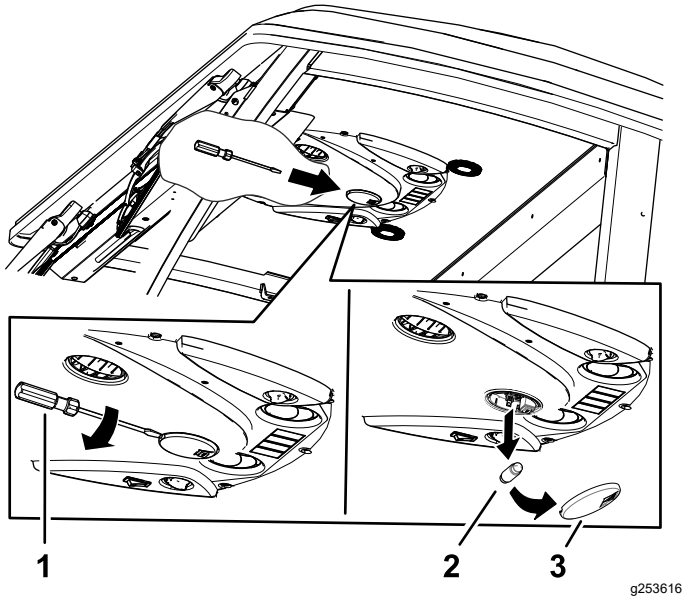

Figur 86
1. Använd en skruvmejsel för att ta bort lampglaset från kontrollpanelen. (Figur 86).
2. Ta bort lampan från lamphuset (Figur 86).